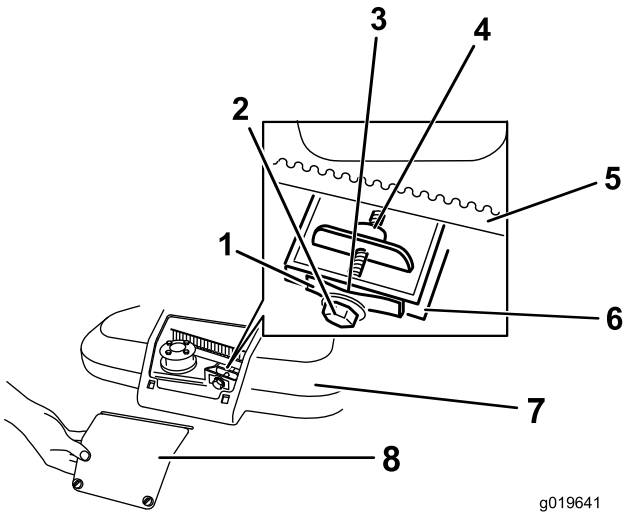

Figura 28
1. Afloje los 2 tornillos del panel de acceso a la cubierta de la correa, y retire el panel (Figura 28).
Nota: Si hay un espacio visible entre la galga y el muelle, apriete el perno de ajuste y la contratuerca hasta que la galga apenas pueda deslizarse libremente por el espacio (Figura 28).